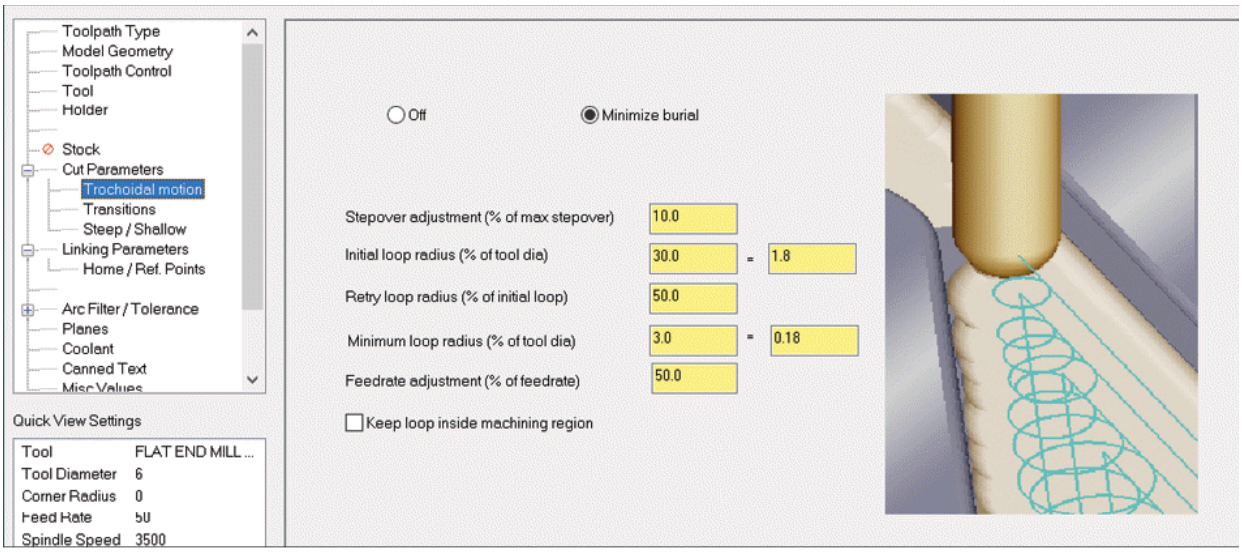

Figure-36. Trochoidal motion options
- Select the **Trochoidal motion** option from the left area to define the options related to motion of tool while cutting. The options in the dialog box will be displayed as shown in Figure-36. To minimize burial of tool, select the **Minimize burial** radio button from the page and specify desired parameters to create trochoidal motion of tool. Preview of the motion is displayed in right of the page.